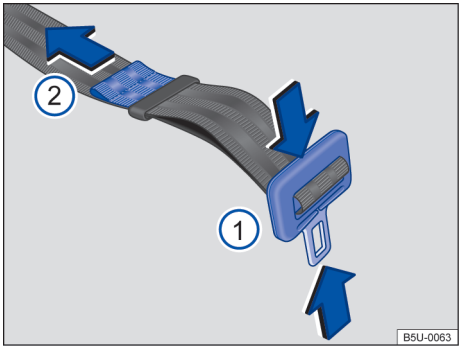

Fig. 32 Ajustar o cadarço do cinto de segurança subabdominal.
– Pressionar a lingueta na direção das setas → Fig. 32 ① e alongar totalmente o cinto de segurança.
– Apertar a lingueta contra o fecho do cinto de segurança e puxar a extremidade → Fig. 32 ② no sentido da seta, até atingir uma folga máxima de 5 cm (3 dedos) na região pélvica.